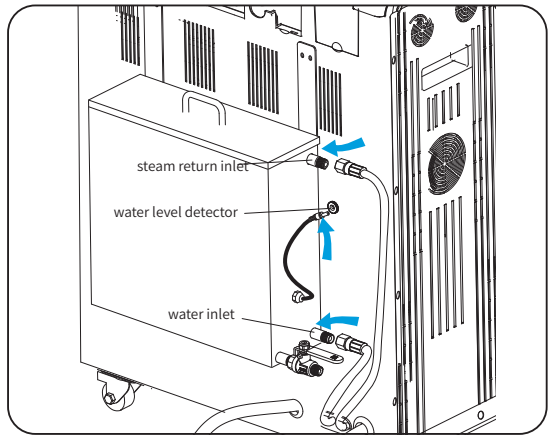

Figure 6
- As shown in Figure 6, after fixing the water tank, install the water pipes as shown in the figure, paying attention to the exhaust gas return pipe, the water pump inlet pipe, and the water tank water level detector signal line.